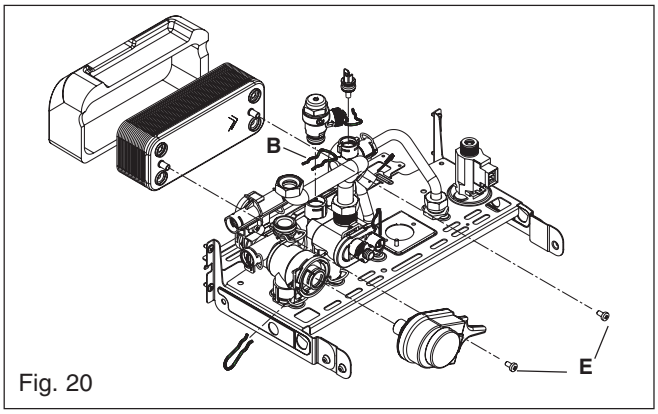

Fig. 20
6.6 SAFETY VALVE fig. 20
6.21 DHW HEAT EXCHANGER fig. 20